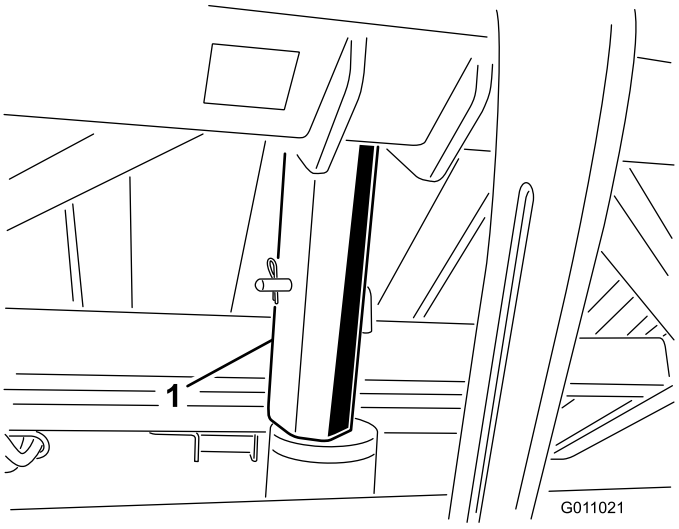

Figur 24
3. Før inn støttepilaren for beholderen på sylinderstangen. Påse at pilarendene hviler på sylinderløpet og ikke på enden av sylinderstangen (Figur 24). Fest beholderens støttepilarer til sylinderstangen med hårnålssplinten og bolten.